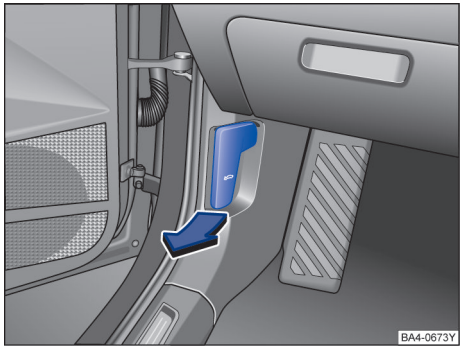

图 194 驾驶员侧脚部空间：发动机舱盖锁开启手柄 ▶
– 将车门打开沿图示箭头方向拉动开启手柄→图 194，舱盖在弹簧机构的作用下弹开稍许。